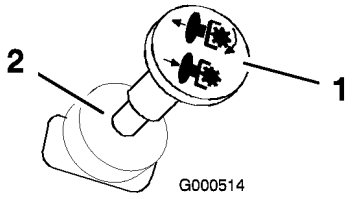

Figure 7
2. Désengagez les lames en plaçant la commande des lames en position Désengagée (Figure 7).